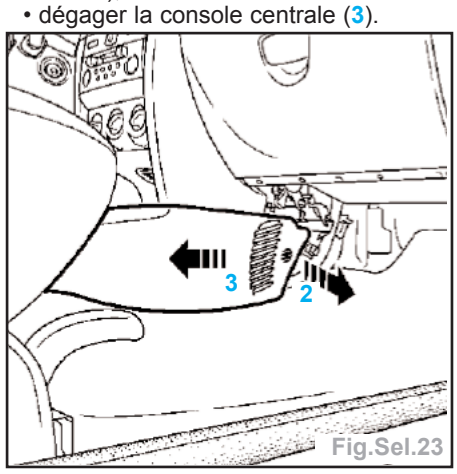

Fig.Sel.23
- déclipper l'avant de la console (**2**) (Fig. Sel.23),